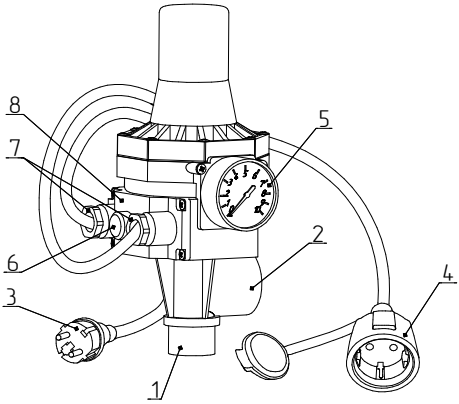

Рис. 7 Общий вид контроллероа давления EPS-14SP
5.9. На съемной крышке EPS-14SP расположены два гермоввода, и кнопка «ПЕРЕЗАПУСК» (рис. 7).
лировочный винт по/против часовой стрелке (в направлении «+» или «–») (рис.7). Регулировку осуществлять по показаниям манометра.